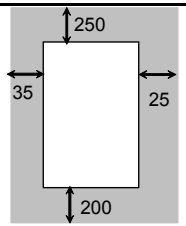

Fig. 5.1 All dimensions in mm / Все размеры указаны в мм
- To allow maintenance procedures it is necessary to leave the minimum gaps indicated in Fig. 5.1.